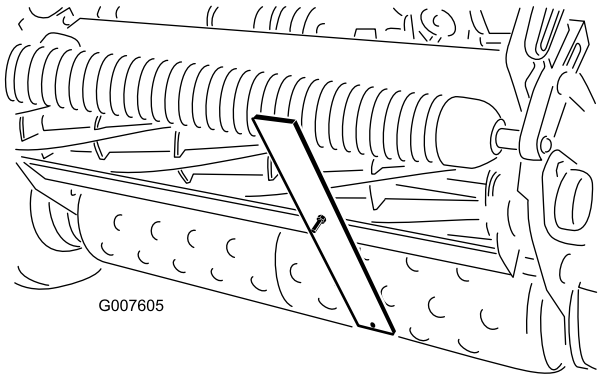

Figur 43
4. Hekt skruehodet på motstålets knivegg, og la den bakre delen av stangen hvile mot den bakre delen av valsen (Figur 43).